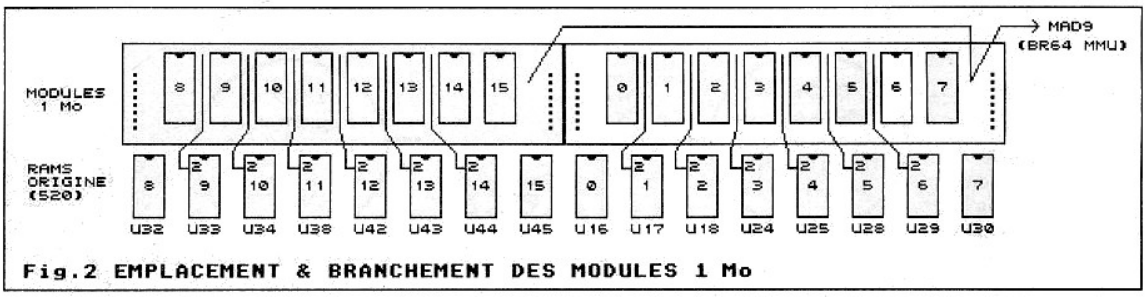

Fig.2 EMPLACEMENT & BRANCHEMENT DES MODULES 1 Mo
Pour les rams dynamiques, vous risquez, si vous avez gardé les supports sur la carte mère, de manquer de place en hauteur pour mettre des supports (tulipes !) sur la platine (à vérifier); auquel cas, vous devrez souder les rams sur la platine, ce qui ne pose pas de problème particulier, sauf si vous vous éternisez sur les soudures (surchauffe de la ram !). Restent les condensateurs de 220 nF à souder : choisir un modèle perle (de préférence) si vous risquez de manquer de place en hauteur. Souder ensuite les 6 fils et le fil MAD9, dont le bout viendra sur le MAD9 de la barrette de droite, un fil en repartant vers la MMU (voir figure 2). Si vous avez un 520 sans extension, il vous reste encore à déboucher deux rangées de trous pour chaque module. Maintenant, avant de continuer, il pourrait être sage de vérifier votre travail avec un Ohmètre, en particulier les supports mâle/mâle, dont les soudures ne sont pas toujours réussies (j'ai décelé sur mon montage une broche non soudée qui semblait pourtant l'être !).
Retournez de nouveau la carte mère : il vous reste à souder les 6 fils de chaque module sur la broche 2 des rams correspondantes (figure 2). Ces 6 fils relient les broches de donnée des rams 1 Mbits, les deux rams de chaque extrémité du module étant déjà connectées par les supports mâle/mâle. Une dernière soudure : le fil MAD9, partant du module de droite en direction de la broche MAD9 (64) de la MMU.